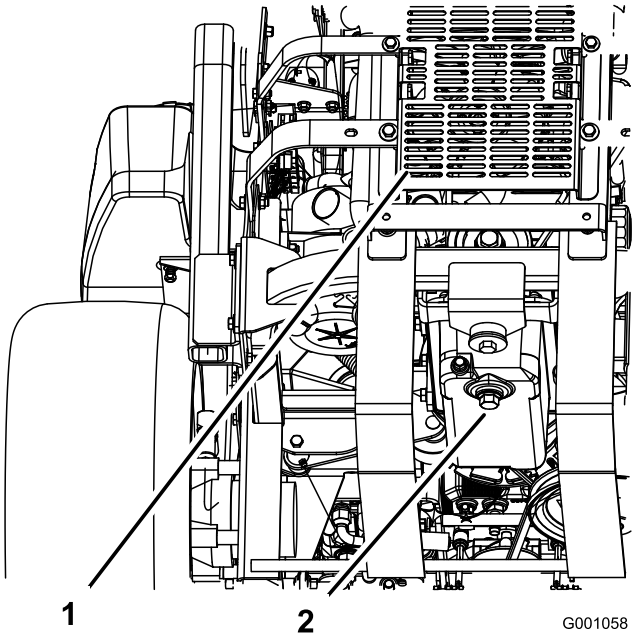

Figuur 34
5. Plaats een opvangbak onder de aftapplug. Verwijder de aftapplug en laat alle olie weglopen (Figuur 34).